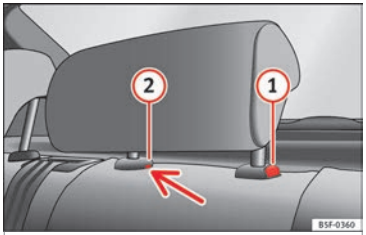

Fig. 144 Rear centre head restraint: release point.
– Press button (1) ››› Fig. 144, while simultaneously pressing on the security hole (2) ››› Fig. 144 with a flat screwdriver a maximum of 5 mm wide, and remove the head restraint.